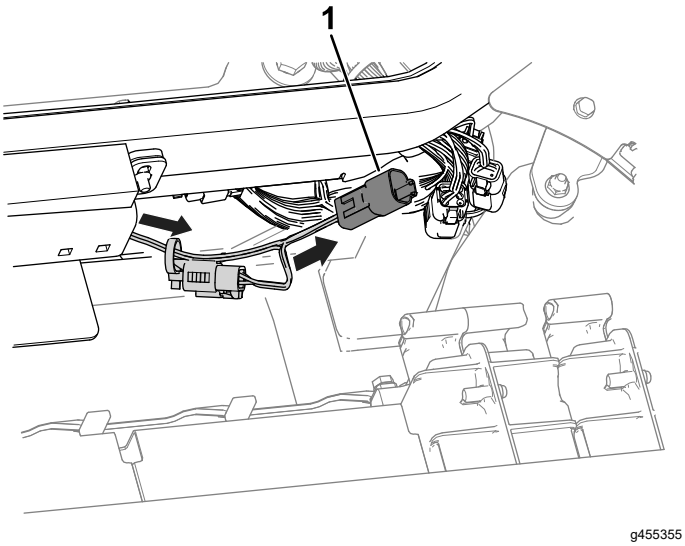

Figur 5
5. Løft motorhjelmen, og før ledningsnettets ben (Figur 5) mod stikkene over hydrauliktankens dæksel, og slut det til maskinens ledningsnetstik, der er mærket DRIVING LIGHT KIT POWER (strøm til kørelyssæt).